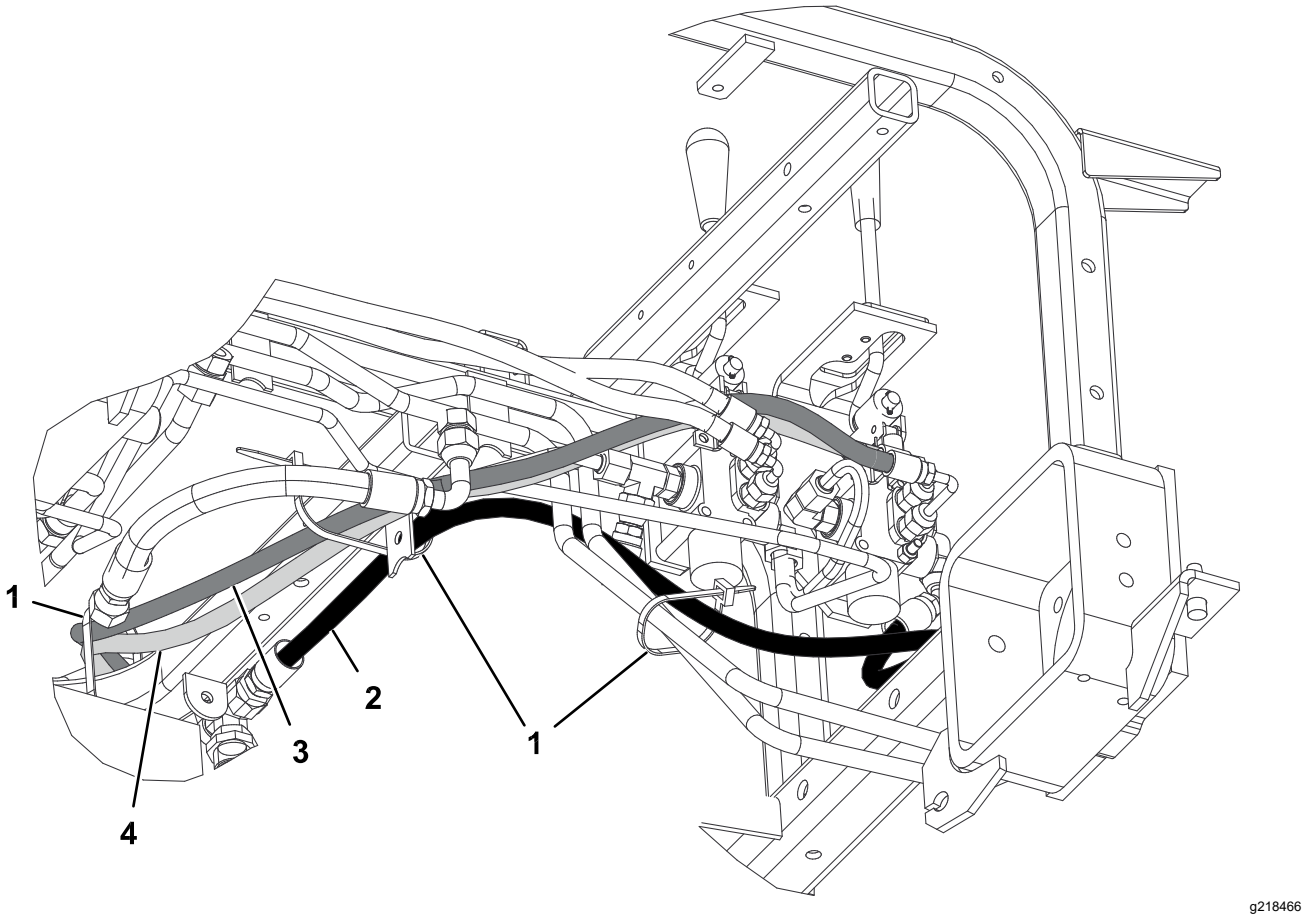

Figur 24
2. Forbind T-fittingen, der har hydraulikslangens 45°-endestykke (delnr. 108-8449), med T-fittingens åbne side på højre side af ventilen og slangens lige endestykke med den tomme oliekølerfitting (Figur 23). Se Figur 24 og Figur 25 for at få oplysninger om slangeføringen.
4. Forbind hydraulikslangens korte 90°-fittingendestykke (delnr. 108-8453) med den øverste lige fitting bagpå ventilen. Før slangen gennem spiralslangeholderen, og forbind slangens lige ende med den øverste hydraulikcylinderfitting (Figur 23). Se Figur 24 og Figur 25 for at få oplysninger om slangeføringen.
5. Forbind hydraulikslangens lange 90°-fittingendestykke (delnr. 108-8454) med den nederste lige fitting bagpå ventilen. Før slangen gennem spiralslangeholderen, og forbind slangens lige ende med den nederste hydraulikcylinderfitting (Figur 23). Se Figur 24 og Figur 25 for at få oplysninger om slangeføringen.
8. Fastgør slangerne på maskinen på de punkter, der er vist i Figur 24 og Figur 25 med kabelbånd.